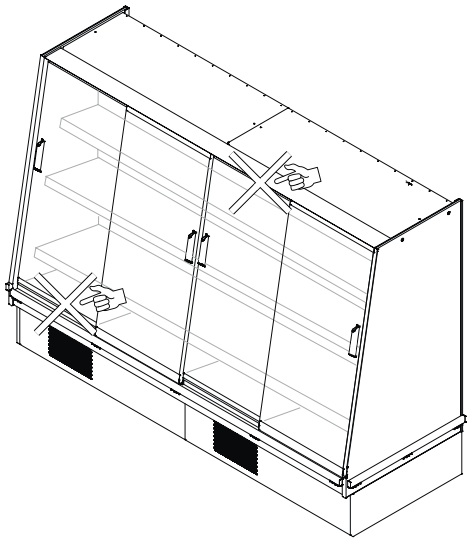

Fig. 14
- La mercancía no obstruya el correcto flujo de aire refrigerado ("Fig. 14")